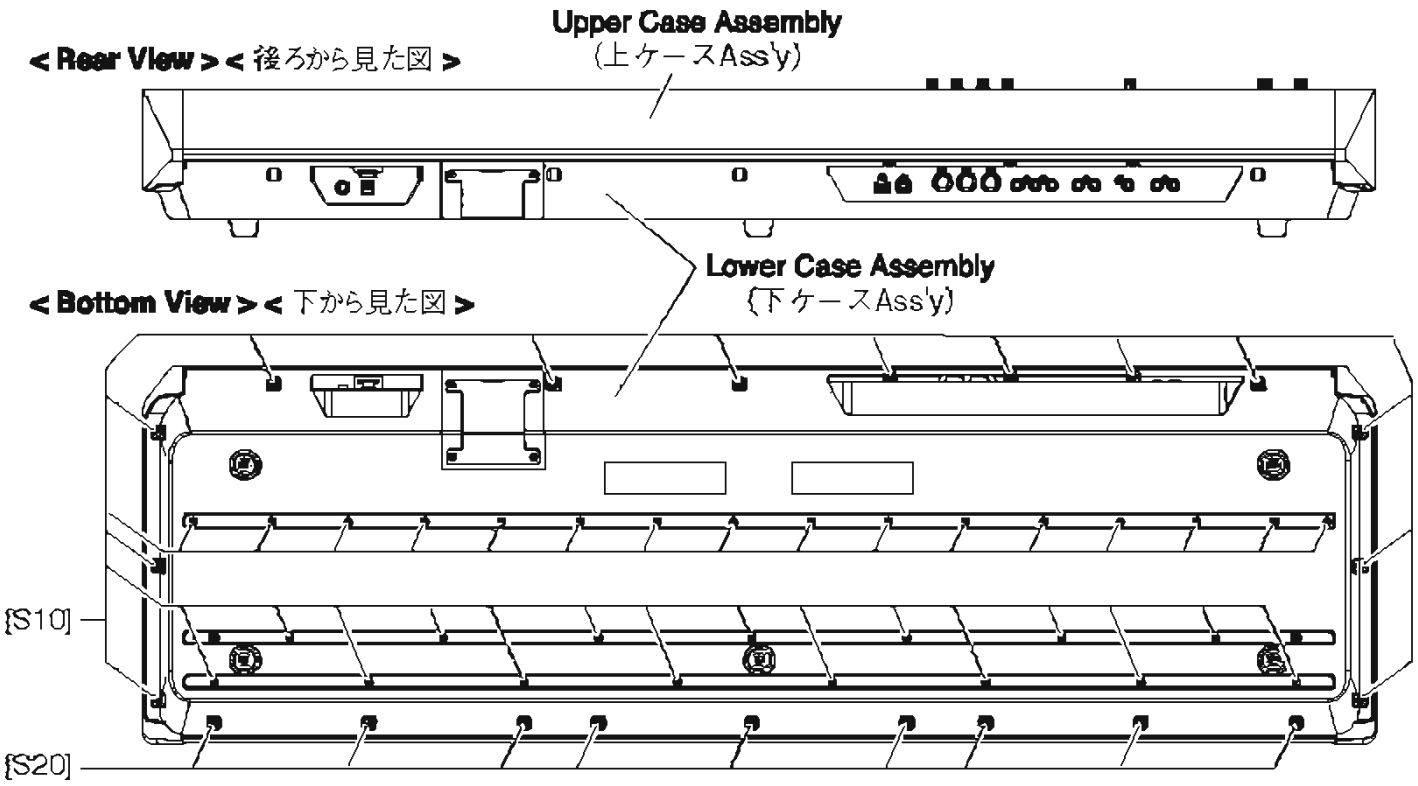

Fig.1（図 1）
1-1 Remove the forty four (44) screws marked [S10] and the nine (9) screws marked [S20]. The upper case assembly and the lower case assembly can then be separated. (Fig.1)
1-1 [S10]のネジ 44 本と[S20]のネジ 9 本を外して、上ケース Ass'y と下ケース Ass'y を分離します。（図 1）